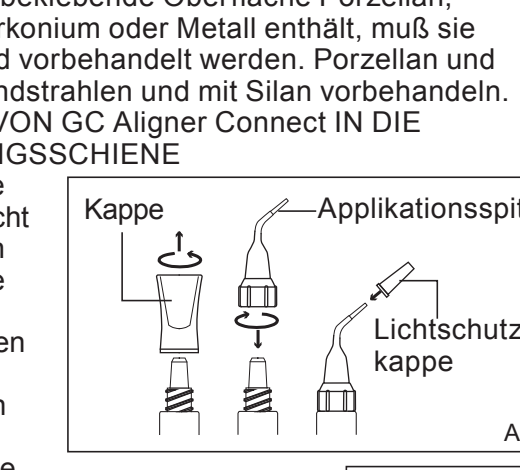

Abb. 1
1. Halten Sie die Spritze aufrecht und entfernen Sie die Kappe durch eine Drehung gegen den Uhrzeigersinn (Abb. 1).